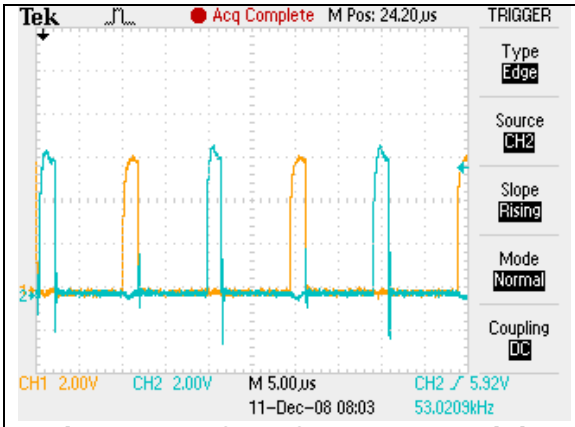
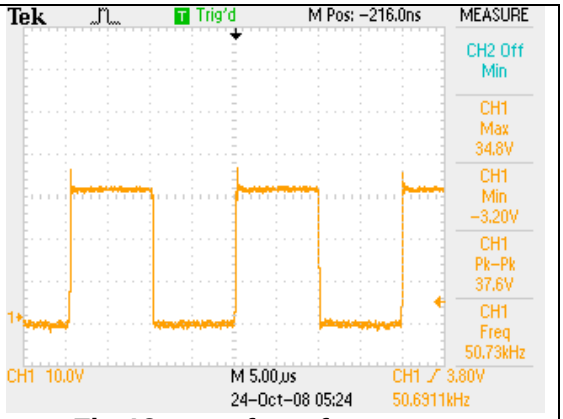

Fig 12, waveform from 2085 module
Fig 13, waveform from power transformer
10. In the mean time, the figure on the oscilloscope will start from narrow pulses, up to 50% duty cycle and the oscillation frequency shall be 50kHz as shown on Fig 12 and Fig 13 below; This is the soft-start test
15. Increase the source power supply slowly until it reaches around 16V while you observe LED2 or the oscilloscope;. LED2 will begin blinking or the oscilloscope's pulse will decrease in duty cycle like Fig12 when +B reaches 45V ±2.5V. Typical is 45.0V